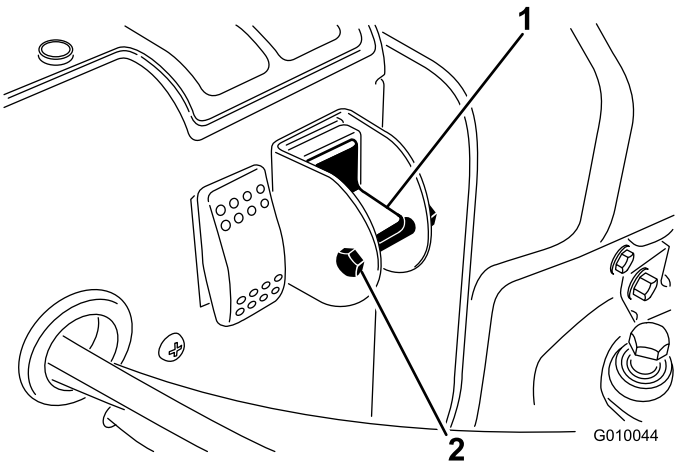

Figure 29
3. Retirez le boulon de blocage et l'écrou du sélecteur (Figure 29).